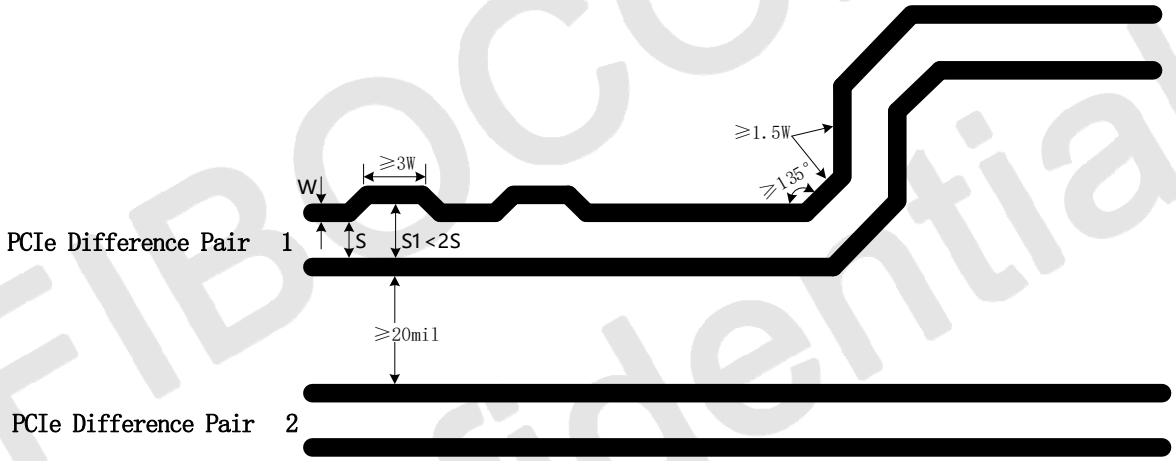

Figure 3-13 Requirement of PCIe Line
- Try to avoid bended lines and avoid introducing common-mode noise in the system, which will influence the signal integrity and EMI of difference pair. As shown in Figure 3-13, the bending angle of all lines should be equal or greater than 135°, the spacing between difference pair lines should be larger than 20mil, and the line caused by bending should be greater than 1.5 times line width at least. When a serpentine line is used for length match with another line, the bended length of each segment shall be at least 3 times the line width (≥3W). The largest spacing between the bended part of the serpentine line and another one of the differential lines must be less than 2 times the spacing of normal differential lines (S1<2S);